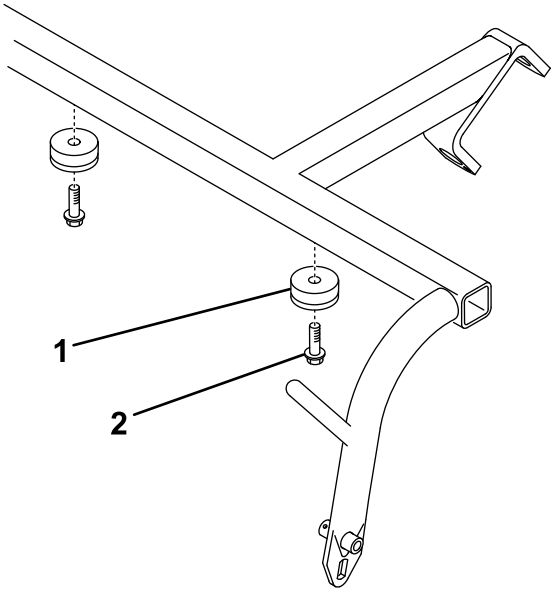

Figur 3
5. Fastgør 2 støddæmpere på undersiden af trækrammen med 2 selvskærende skruer (Figur 3).